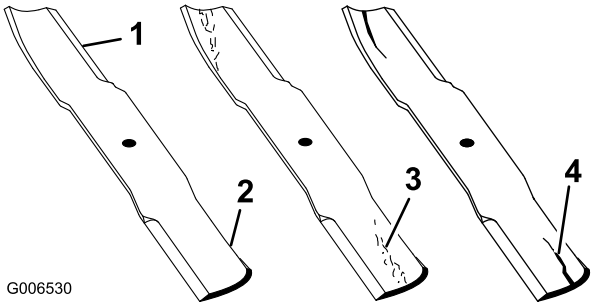

Rysunek 84
1. Sprawdź krawędzie tnące (Rysunek 84). Jeżeli krawędzie nie są ostre lub mają wyszczerbienia, należy zdjąć ostrza i je naostrzyć. Patrz (Strona).
2. Sprawdź ostrza, a w szczególności ich wygięty obszar (Rysunek 84). Jeżeli zauważysz uszkodzenie, zużycie lub szczeliny w tym obszarze (Rysunek 84), zamontuj nowe ostrza.